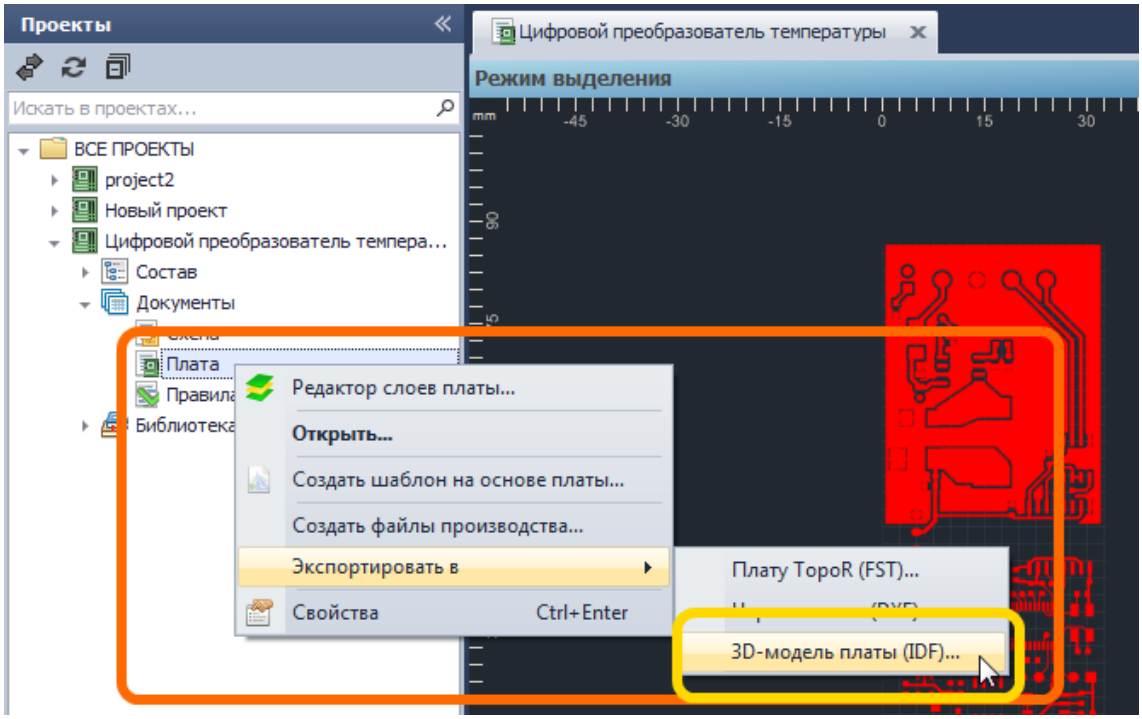

Рис. 727. Вызов экспорта 3d модели платы
7. На узле «Плата» вызвать контекстное меню и выбрать пункт «Экспортировать в». Далее, в выпадающем списке, выбрать пункт «3D-модель платы (IDF)», см. Рис. 727.